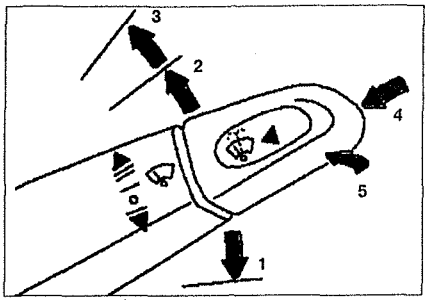

Рис. 1.30. Проверка работы стеклоочистителей и стеклоомывателей.
14. Установите выключатель стеклоочистителей в положение "**ON**", переместите его в положение "**1**", "**2**", "**3**", затем установите его в положение "**OFF**" (см.рис.1.30). Положение "**1**" – прерывистая работа стеклоочистителей, "**2**" – медленная работа стеклоочистителей, "**3**" - быстрая работа стеклоочистителей.